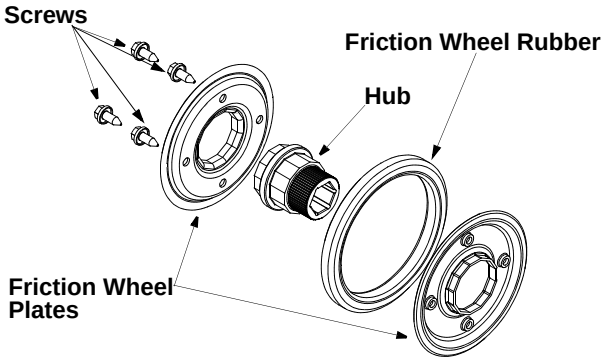

Figure 16
7. Remove the four screws from the friction wheel assembly shown in Figure 16. Remove the friction wheel rubber from between the friction wheel plate.